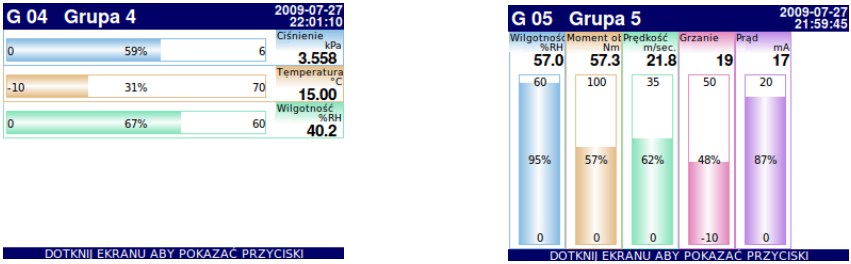

*Rys. 6.10. Przykład **Poziomych** i **Pionowych wykresów słupkowych***
- słupki poziome **Rys. 6.10**
- słupki pionowe **Rys. 6.10**